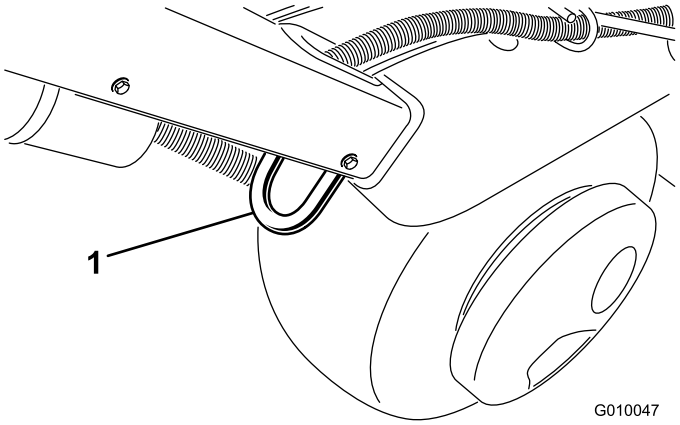
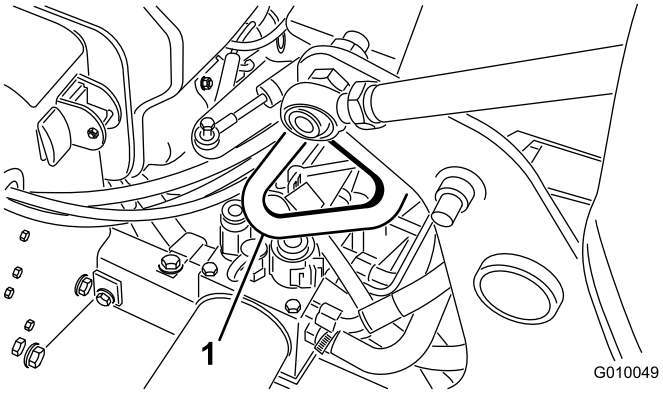

Figure 32
Figure 34
3. Arrimez solidement l'aérateur (Figure 32 à Figure 34) sur la remorque ou le camion à l'aide de sangles, chaînes, câbles ou cordes.